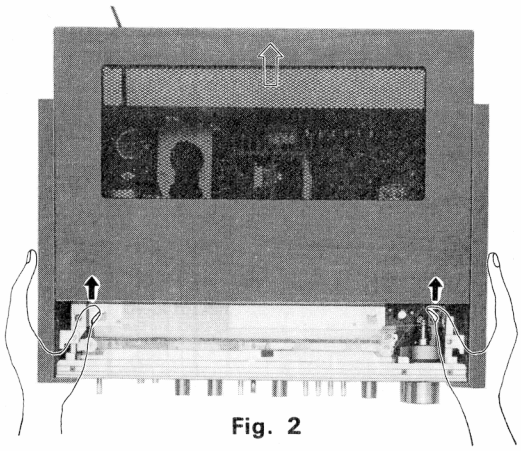

Fig. 2
2. As shown in figure 2, slide the top board toward the rear, and remove it from the grooves in the side boards.